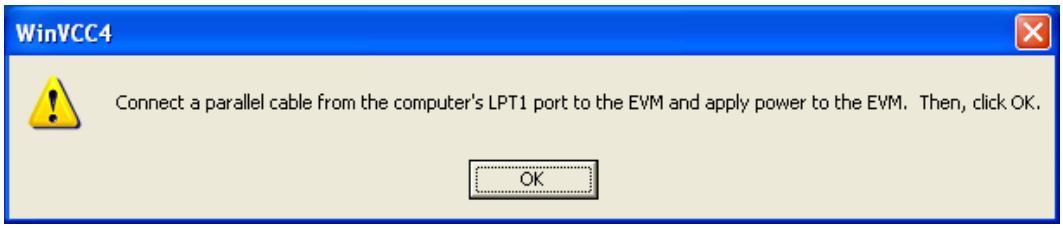

Figure 4-3. Corrective Action Required
b. The dialog shown in Figure 4-3 provides instructions on how to correct the problem.